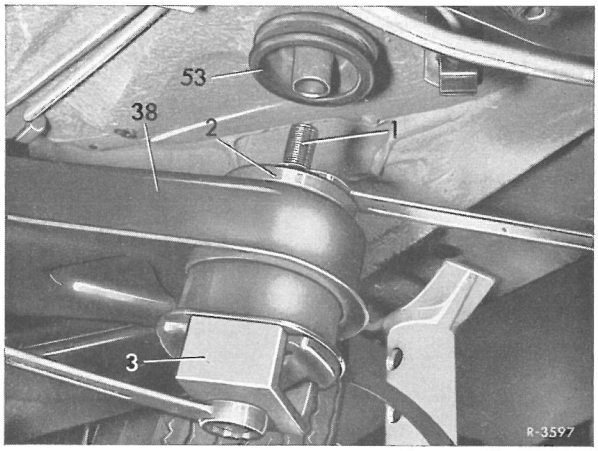

Fig. 35-8/4
4 Anslagsgummi (53) påsættes. Gummileje (48) bestryges med sæbevand og mont. i bagbroen med specialværktøj (1,2,3) (fig. 35-8/4).